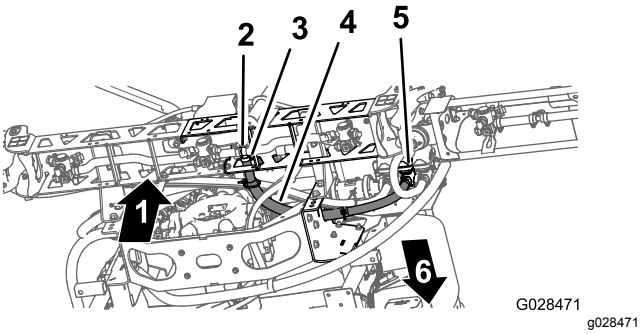

Figur 44
1. Før slangen til midterbomsektionen som vist i Figur 44.
2. Monter bomsektionsslangen over T-fittingen med modhager på midterbomsektionen, og fastgør slangen med en slangeklemme (Figur 44).